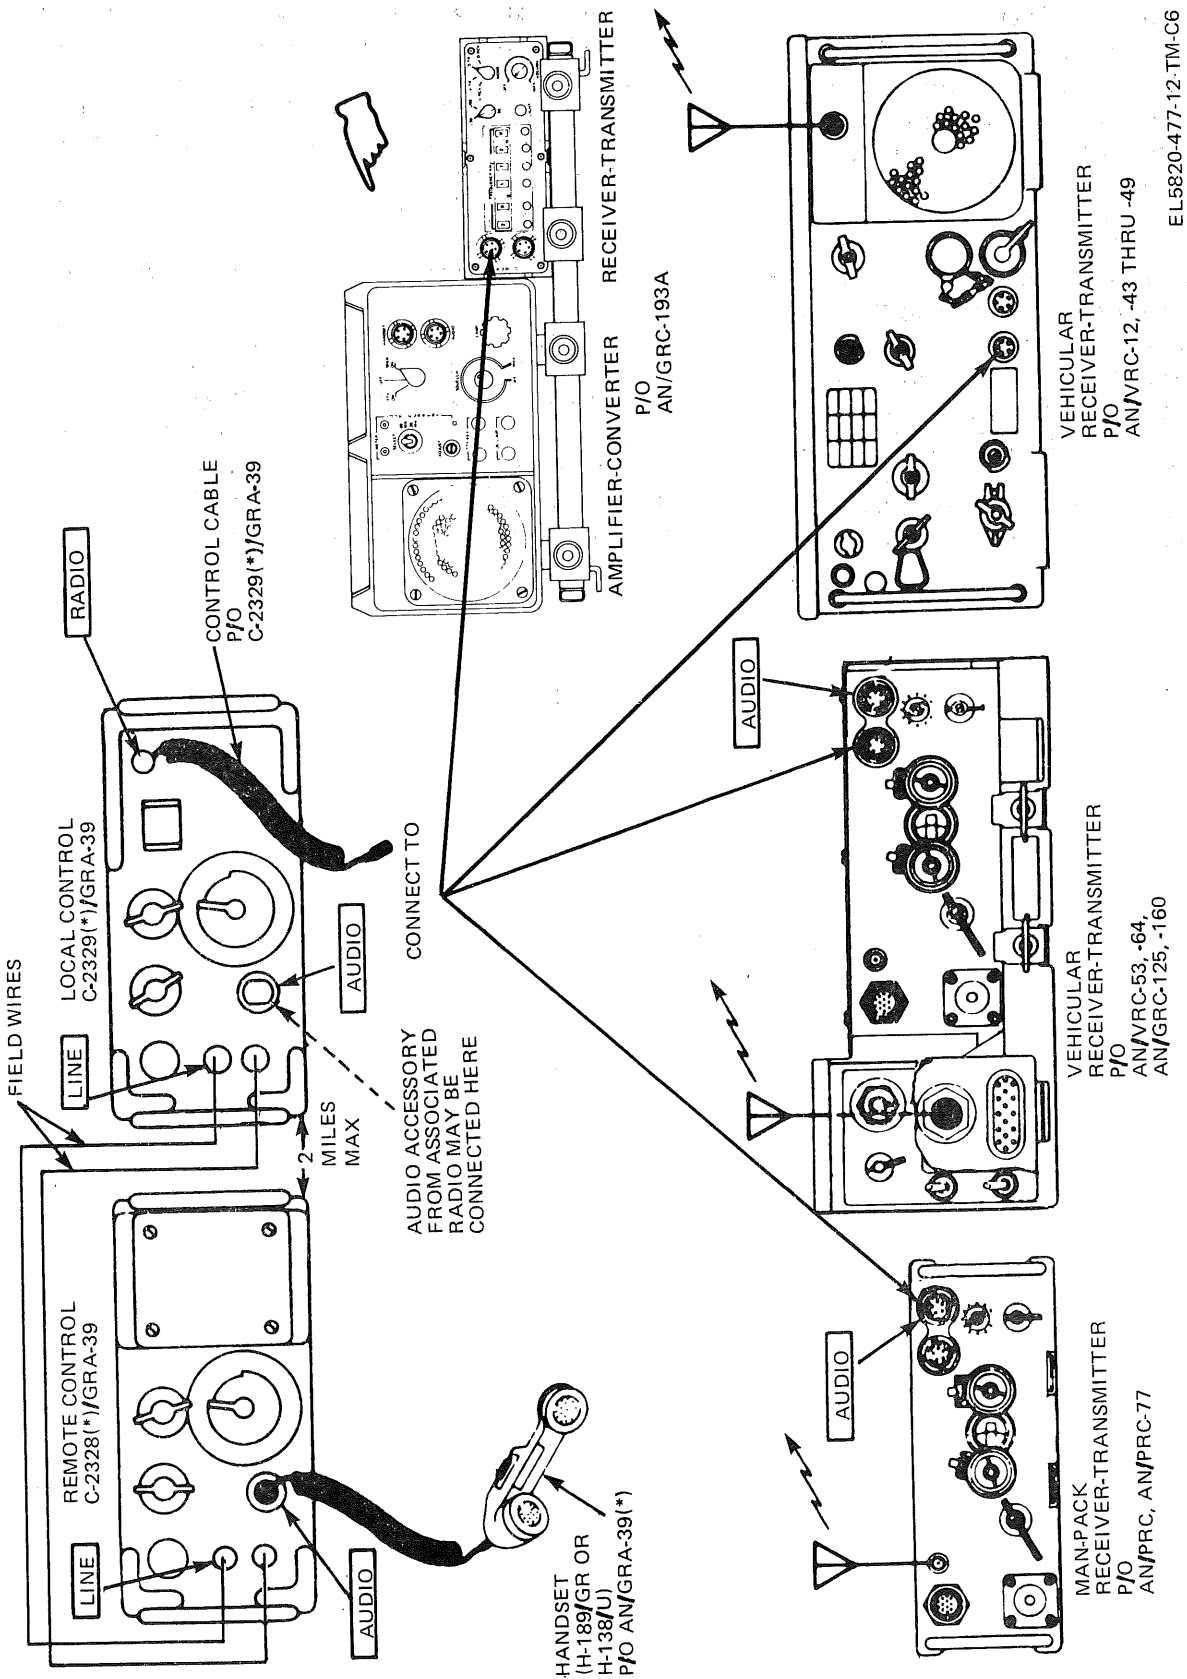

Figure 2-3. AN/GRA-39(*) interconnections with radios.
(fig. 2-3 and 2-4)
a. Installation with Radio (fig. 2-3).
(1) Locate the local control unit next to the receiver-transmitter of the radio. Connect the connector of the local control unit radio cable to the receptacle of the radio receiver-transmitter.
(2) Locate the remote control unit at the site it is to be used. Connect the handset (H-189/GR or equal) to the unit.
(1) To eliminate the continuous rushing noise from the receiver-transmitter, set the SQUELCH switch to ON on the receiver-transmitters of the AN/VRC-12 series radios (fig. 2-3). On the other receiver-transmitters (AN/PRC-25, AN/VRC-53, etc), set the function control switch to SQUELCH.
(2) At the local control unit set the TEL-REMOTE-RADIO switch to REMOTE; at the remote control unit, set the TEL-RAD-RAD/SPKR switch to RAD/SPKR.